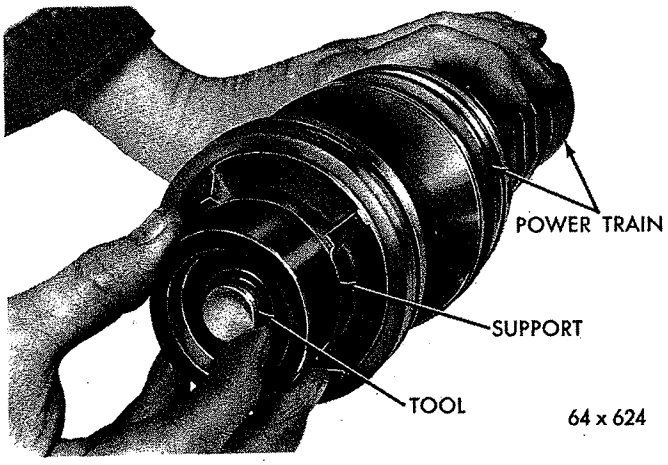

*Fig. 14—Retaining Bearing Rollers with Arbor Tool*
**The 33 worm bearing needle rollers will fall out when the housing head is removed from the wormshaft. Use arbor Tool C-3929 (Fig. 14) to hold rollers**